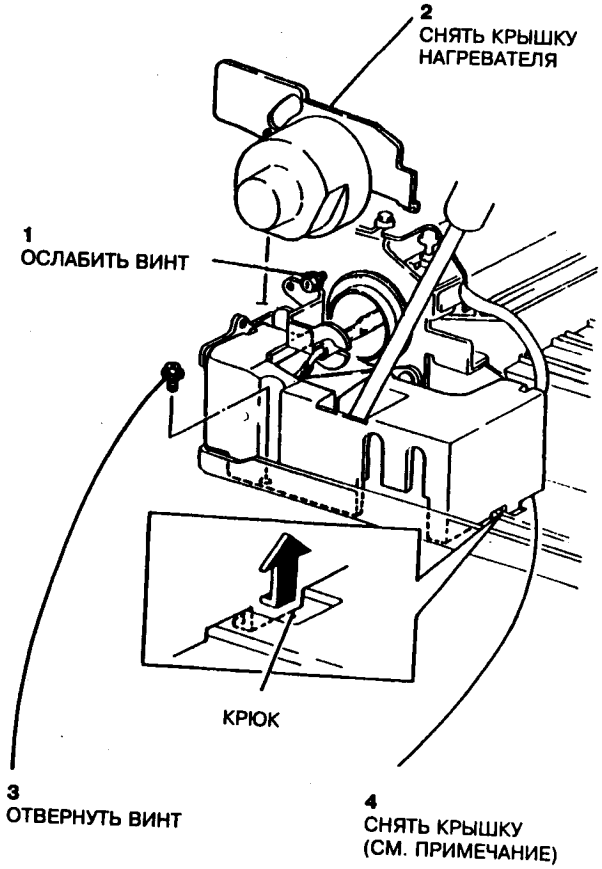

Рис.1 Снятие крышки жгута главного выключателя
3. Снять крышку жгута главного выключателя (рис.1).
ПРИМЕЧАНИЕ: Чтобы снять крышку, выньте лоток 1 и отсоедините крюк (показанный на рис.1).